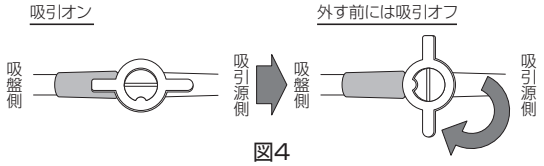

図4
17. 本品のコックを操作し、吸引をオフにし、吸盤内の陰圧を大気開放してから、吸盤を心外膜から外す（図4）。